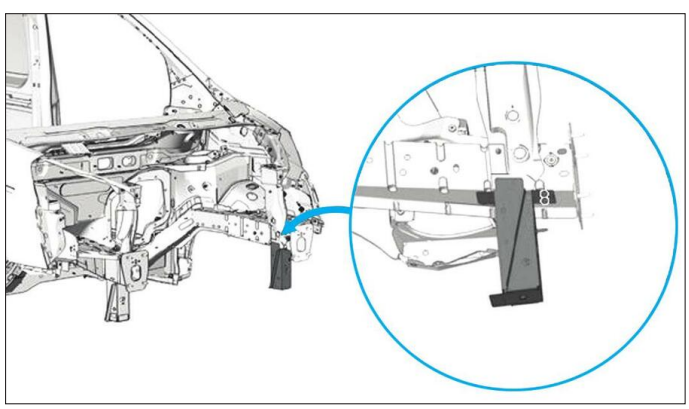

**FIG. 24**
• Poser la fermeture d'embout de brancard **(Fig.24)**.